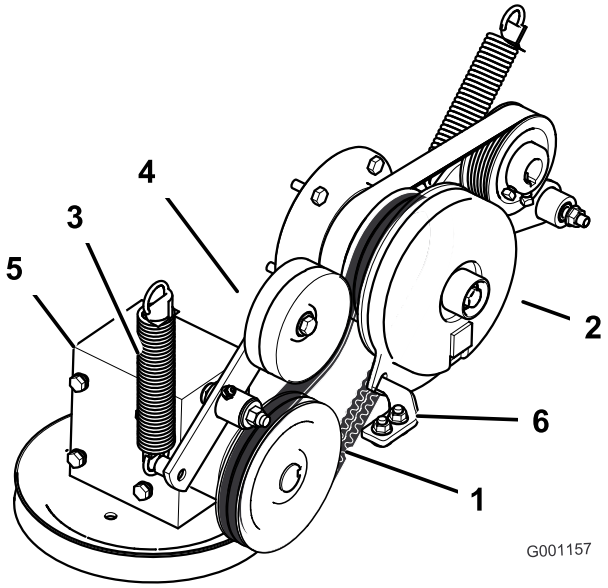

**Figuur 54**
4. Haal de veer van de arm van de spanpoelie (Figuur 54).
7. Leg de nieuwe drijfriem om de koppelingspoelie en de poelie van de tandwielkast (Figuur 54).
9. Monteer de veer op de arm van de spanpoelie (Figuur 54).